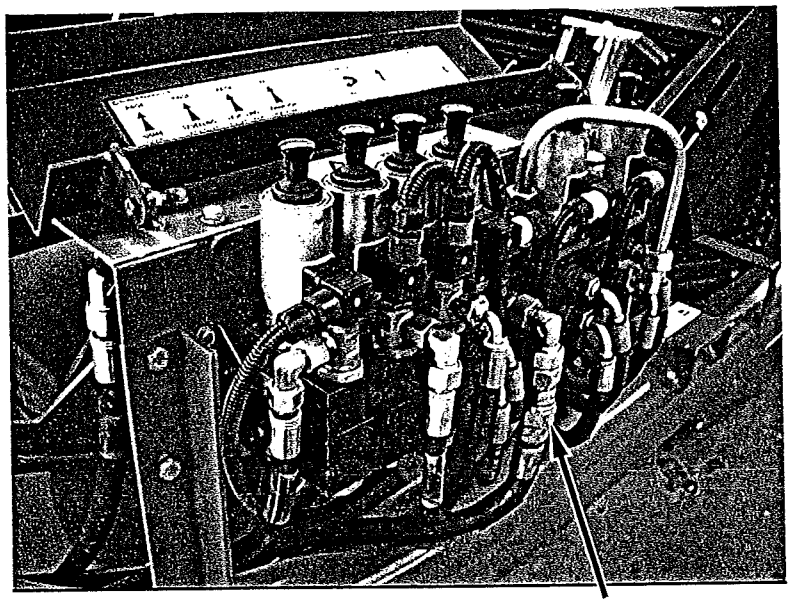

Fig 7.14
A graduated black knob on the underside of the hydraulic valve bank (fig 7.14 item 1) controls the speed of the cross conveyor. Turning this knob to a higher number will increase the speed of the cross conveyor and vice versa. The speed of the conveyor will be dependent on the volume of material being discharged, but a very high speed should not be necessary, as this will cause excessive wear.